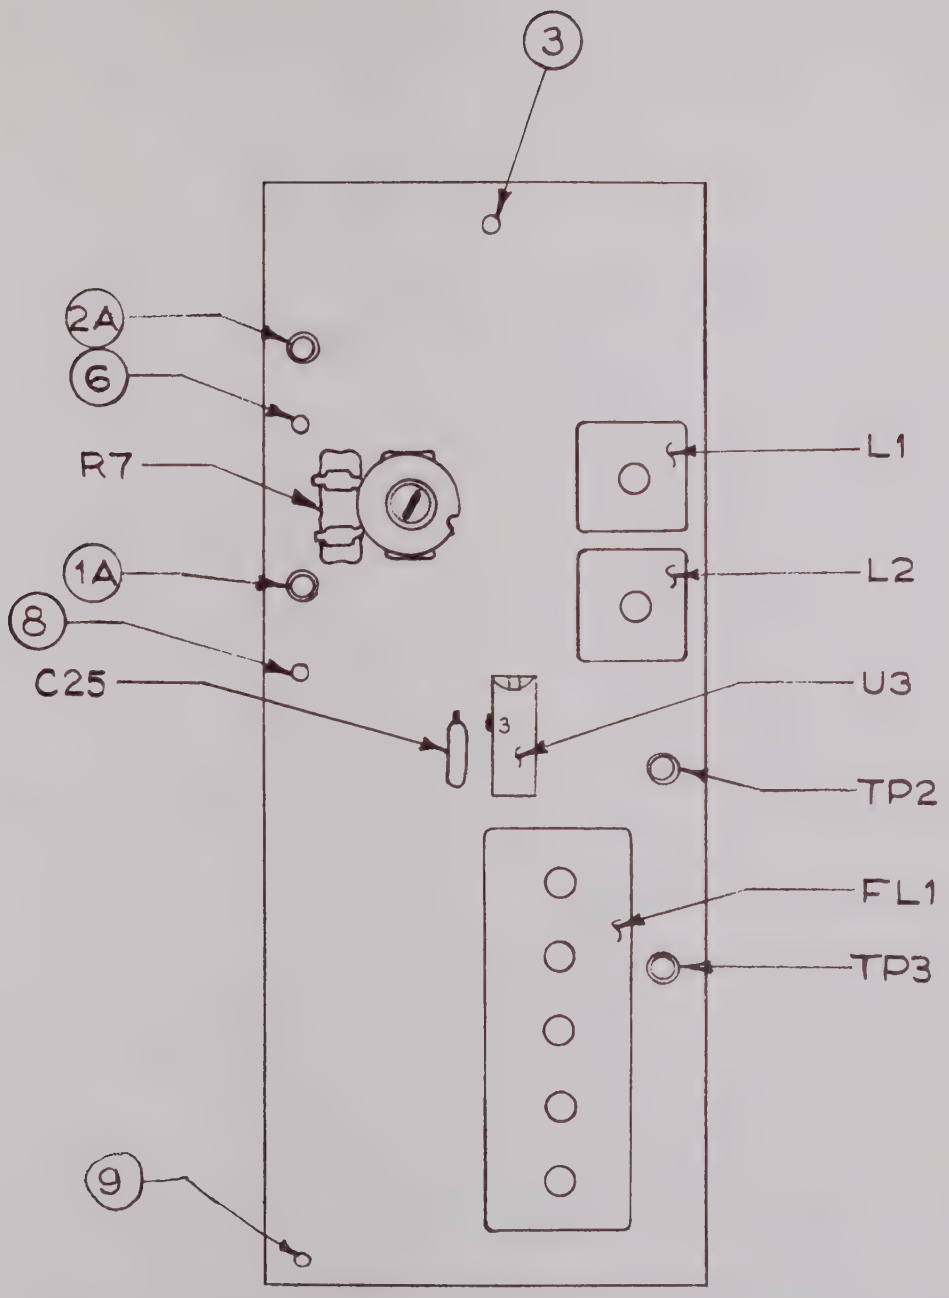

Figure 4-6. A3, A4, and A5 Board, Location Diagram
4.5.5 BOARD A3 ADJUSTMENT (FIGURE 4-6).
4.5.6 BOARD A4 ADJUSTMENT (FIGURE 4-6).
4.5.7 BOARD A5 ADJUSTMENT (FIGURE 4-6).